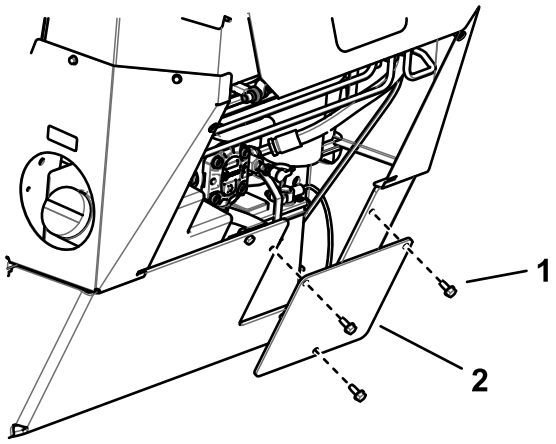

Rysunek 37
5. Zamocuj pokrywę dostępową do akumulatora (Rysunek 37).